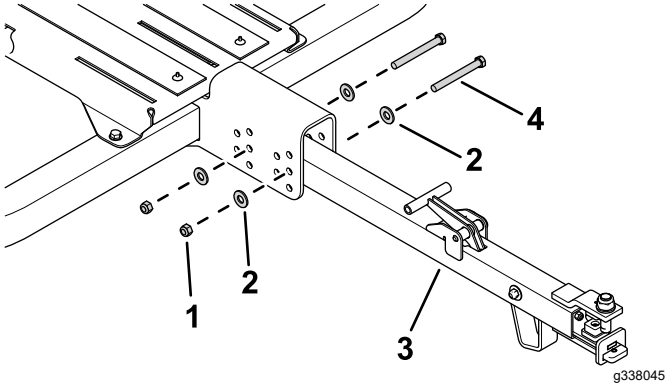

**Figuur 23**
1. Gebruik 2 bouten (7/16"), 4 ringen en 2 borgmoeren om de koppelinrichting van de aanhangwagen te bevestigen aan het hoofdframe (Figuur 23).